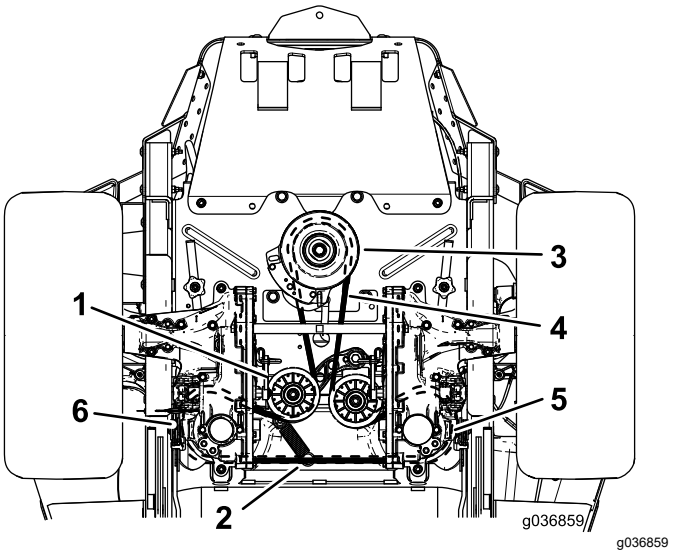

Figur 65
6. Demontera mellanremskivfjädern från stolpen (Figur 65).
8. Montera den nya remmen runt motorremskivan och de två hydrauliska pumpdrivskivorna (Figur 65).